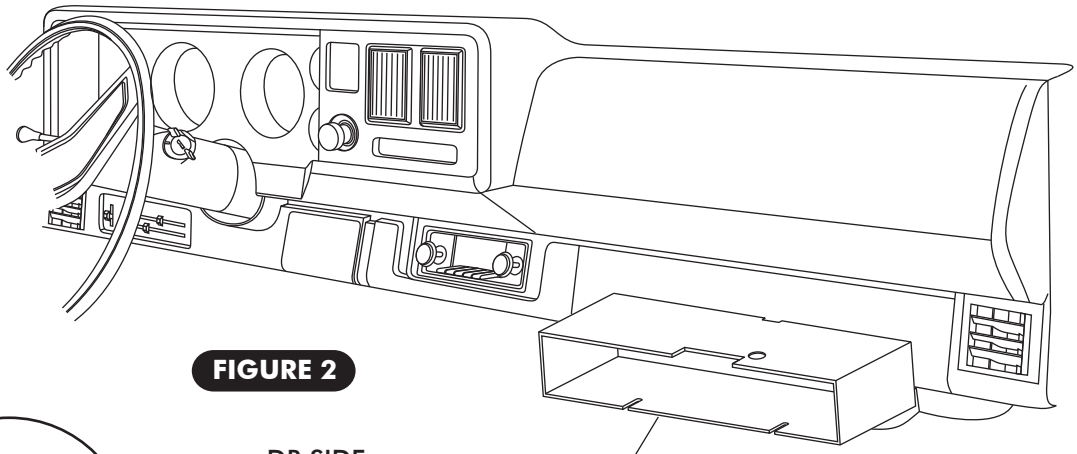

FIGURE 2
- ☐ GLOVE BOX (DISCARD, RETAIN SCREWS). SEE FIGURE 2